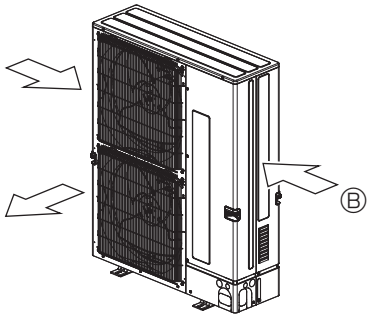

Fig. 2-6
③ Bringen Sie die Anlage so an, dass die Abluft aus der Luftaustrittsöffnung im rechten Winkel zu derjenigen Richtung geführt wird, aus der saisonal bedingt starker Wind bläst. (Fig. 2-6)